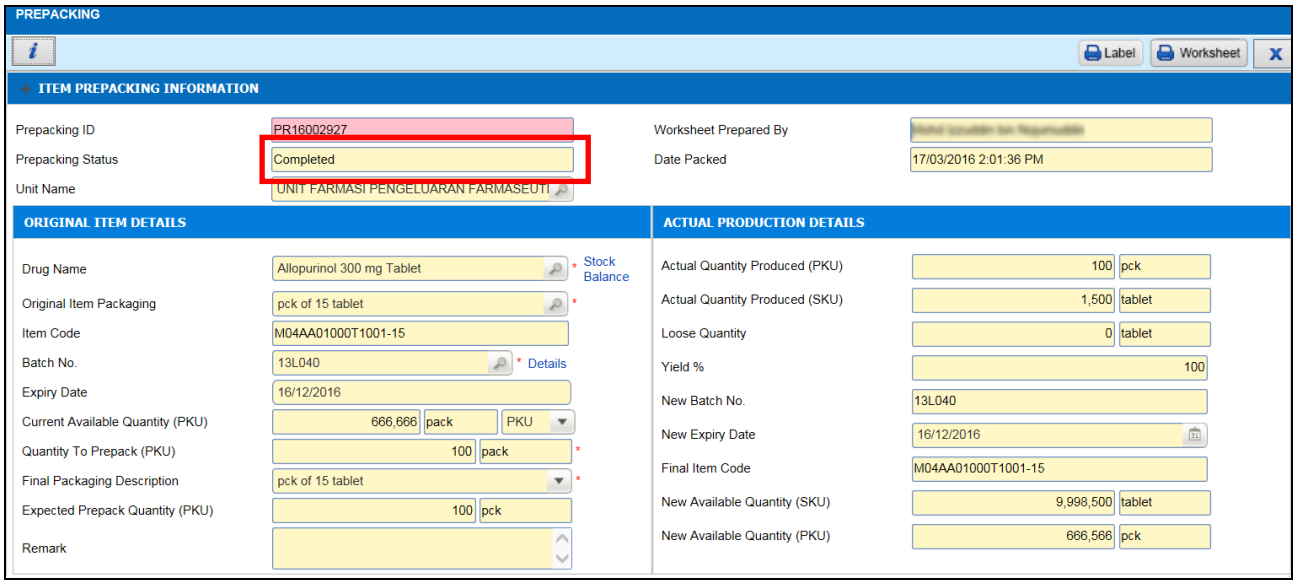

Figure 3.2-14 Prepacking Complete
- *The complete Prepacking transaction is shown as* ***Figure 3.2-14****.*